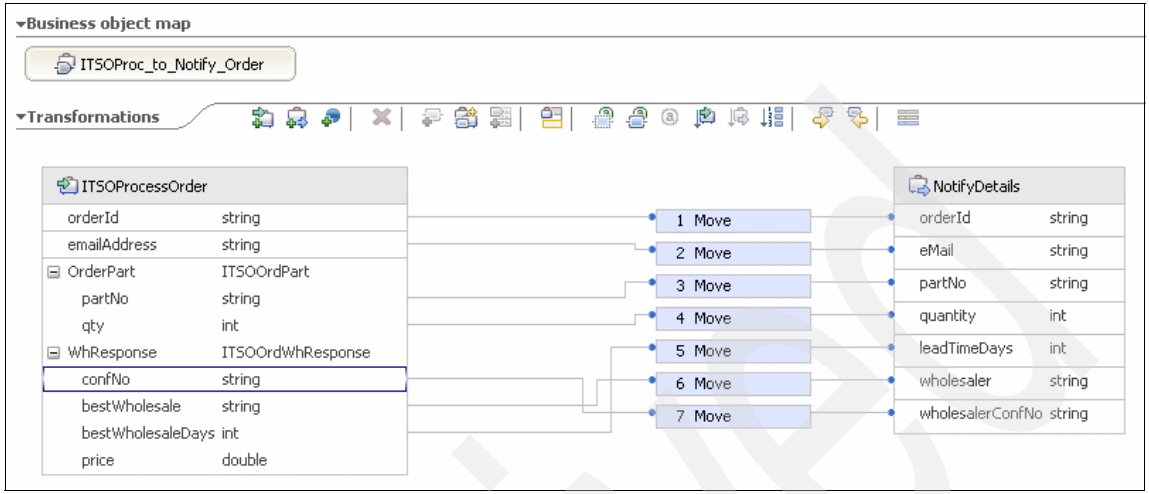

Figure 10-79 Data map ITSOProc_to_Notify_Order
3. In the ITSOElectronics module, build the business object map ITSOProc_to_Notify_Order as shown in Figure 10-79.